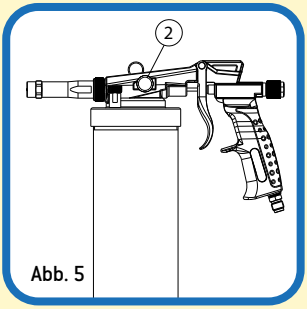

Abb. 5
Einstellen der Produktzerstäubung (Abb. 5)
- Die Luftregulierung (2) niemals vollständig zudrehen, da sonst Material in die Mischeinheit entweichen kann und dadurch die Pistole verunreinigt wird (Abb. 5).